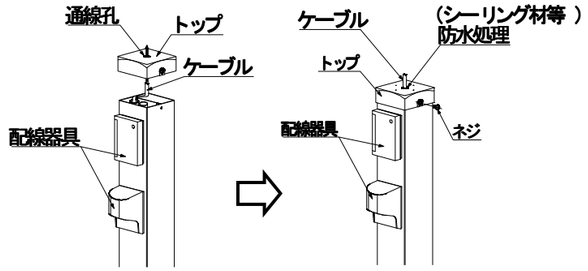

図７ 通線及び防水処理
3. トップの孔にケーブルを通しながらポールに取付け、開口（ケーブル通線部）の隙間を防水処理（シーリング処理）を施す。（図７参照）